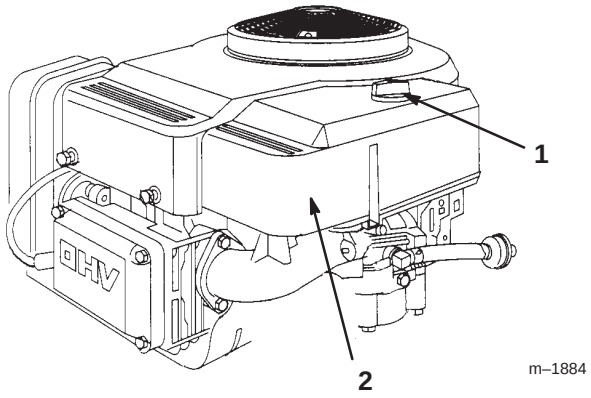

Figure 25
4. Débranchez la conduite d'alimentation du filtre (Fig. 25) et laissez l'essence s'écouler dans un bidon ou un bac de vidange.
Le meilleur moment pour remplacer le filtre à carburant (Fig. 25) est lorsque le réservoir à carburant est vide. Ne remontez jamais un filtre sale après l'avoir enlevé de la conduite d'alimentation.
3. Pincez les extrémités des colliers et faites glisser ceux-ci pour les éloigner du filtre (Fig. 25).